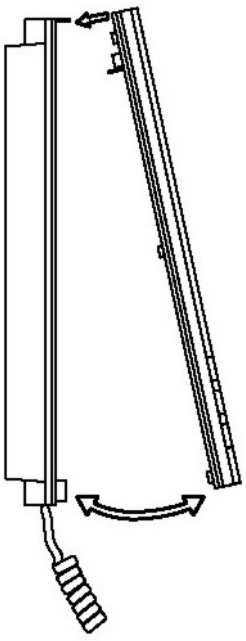

rys. 15
6) Połączyć ponownie obie części obudowy (**rys.15**).